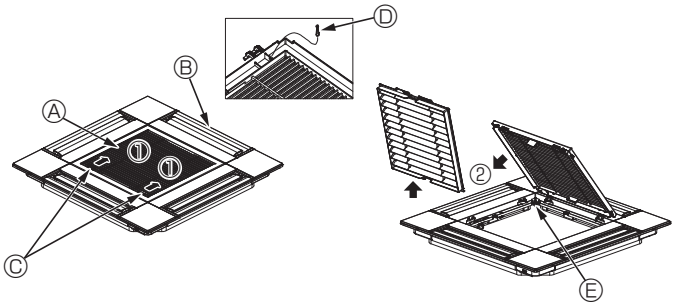
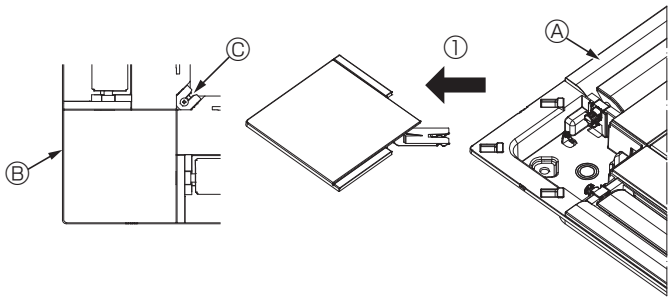

Fig. 10-3
Fig. 10-4
10.2.1. Afmontering af indtagsgitteret (Fig. 10-3)
- Skub håndtagene i retningen angivet af pilen ① for at åbne indtagsgitteret.
- Med indtagsgitteret i "åben" position fjernes indtagsgitterets hængsel fra gitteret som vist med pilen ②.
10.2.2. Afmontering af hjørnepanelet (Fig. 10-4)
- Løsn skruen fra hjørnepanelets hjørne. Skub hjørnepanelet som vist med pilen ① for at fjerne det.